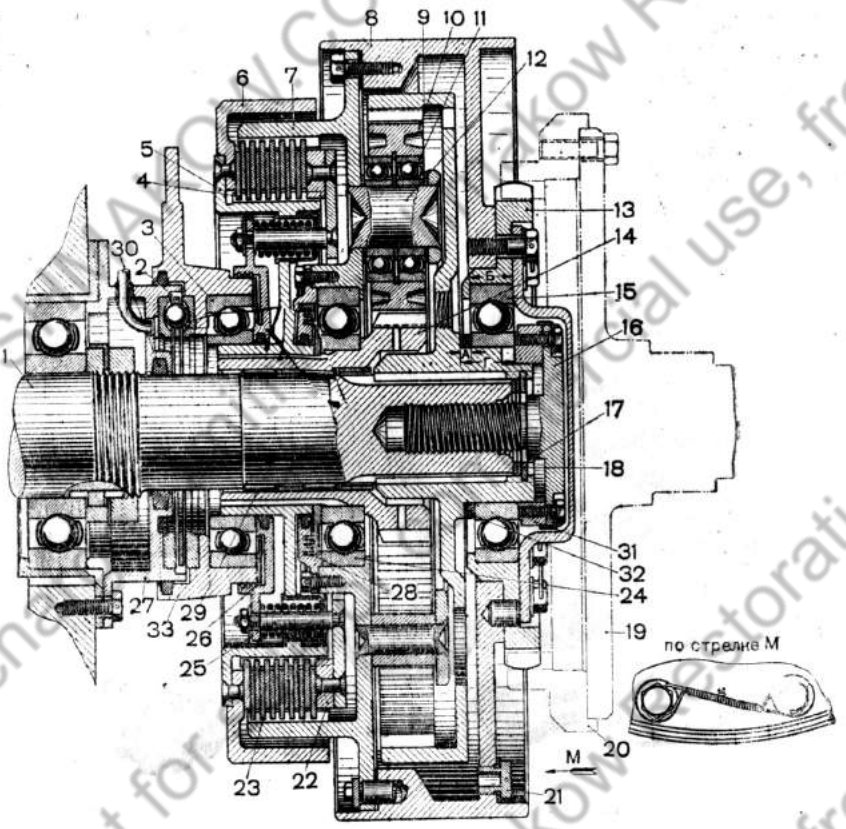

Рис. 175. Планетарный механизм поворота (разрез):
2. Не отсоединяя коробки от крана, раздвинуть венцы несущих дисков *20* (рис. 175) так, чтобы выточки на них совпали с фланцами несущих дисков бортовых передач, и соединить болтами венцы несущих дисков с несущими дисками бортовых передач.
Планетарный механизм поворота (рис. 175) состоит из планетарного блока, остановочного барабана, фрикциона и тормозных лент.
К планетарному блоку относится: эпициклическая шестерня *9* (рис. 175), водило *7*, четыре сателлита *10*, солнечная шестерня *14*. Эпициклическая шестерня *9*, насаженная на шлицы главного вала коробки перемены передач, находится в зацеплении с сателлитами.
В ступице эпицикла *9* (рис. 175) со стороны бортовой передачи устанавливаются регулирующие кольца — шлицевая шайба *18* и замковое кольцо. Шайба имеет выступы такой же формы, как шлицы главного вала. Шлицевая шайба вставляется выступами в кольцевую выточку шлицованной части ступицы эпицикла и повёртывается на один шлиц. Замковое кольцо вставляется выступами в шлицы эпицикла и в прорези шлицевой шайбы *18* для удержания её от проворачивания в выточке эпицикла. После установки замковое кольцо раскернивается по торцу.
На четырёх осях *12* (рис. 175), укреплённых в водиле, смонтированы сателлиты *10*. Каждый сателлит вращается на двух шарикоподшипниках *11*. Между шарикоподшипниками, внутри сателлита, в специальную канавку ставится пружинное кольцо. Со стороны коробки перемены передач на диске водила имеется венец с внутренними зубьями, который является ведомым барабаном фрикциона механизма поворота. Водило опирается на
Остановочный (тормозной) барабан 8 (рис. 175), жёстко соединённый с водилом, предназначенный для торможения, одновременно является картером планетарного блока.
Фрикцион (рис. 175) поворота представляет собой выключающуюся многодисковую муфту трения, предназначенную для отключения солнечной шестерни от водила.
К ведущим частям фрикциона относятся: ведущий барабан фрикциона *5* (рис. 175) с малым тормозным барабаном *6*, семь стальных ведущих дисков *4*, нажимной диск *22*, отжимной диск *26*.
К ведомым частям фрикциона относятся: зубчатый барабан фрикциона с диском водила *7* (рис. 175) и семь стальных ведомых дисков *23*. Зубчатый барабан и диск водила изготовлены за одно целое и выполняют роль ведомого барабана фрикциона. Внутренними зубьями барабан соединяется с наружными зубьями семи ведомых дисков *23* и вращается с ними как одно целое.
К механизму выключения фрикциона относятся: неподвижная чашка *27* (рис. 175), сепаратор с тремя шариками *2*, подвижная чашка *33*.
Когда между шариками и впадинами канавок имеется осевой зазор в 1 мм, то пружины, упираясь в колпачки, отжимают отжимной диск *26* (рис. 175) в сторону коробки перемены передач. Отжимной диск *26* с помощью пальцев *25* тянет нажимной диск *22* и сжимает ведущие и ведомые диски трения. Это положение соответствует включённому состоянию фрикциона и обеспечивает соединение солнечной шестерни с водилом.